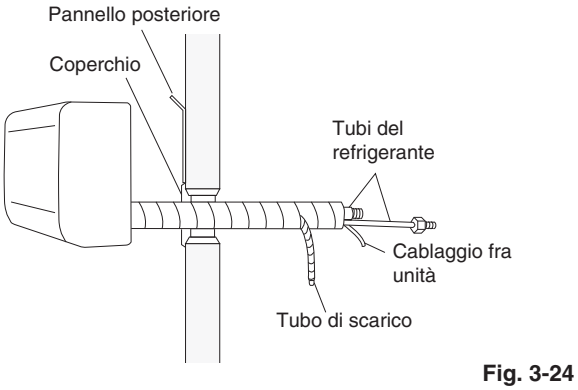

Fig. 3-24
(1) Conferire ai tubi del refrigerante la forma adatta affinché sia possibile inserirli comodamente nel foro della parete. (Fig. 3-24)